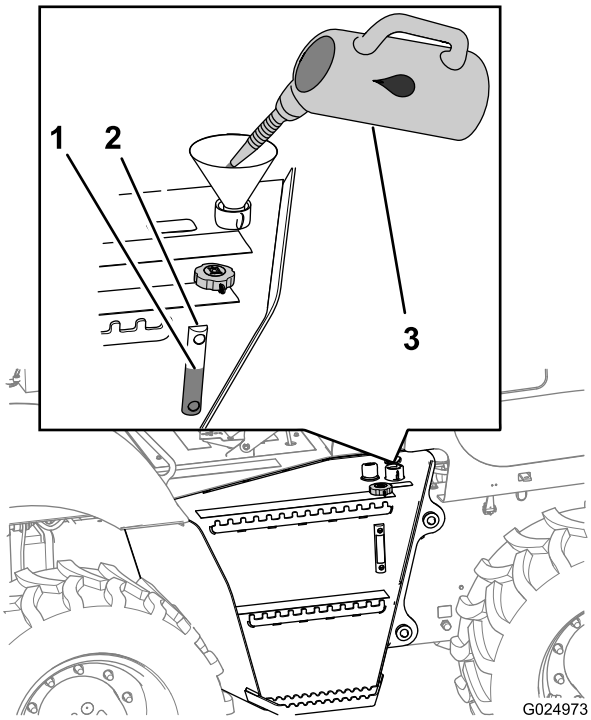

Figura 108
1. Llene el depósito de aceite hidráulico con el aceite hidráulico especificado hasta que el nivel del líquido llegue al punto medio de la mirilla (Figura 108).
3. Instale el tapón de llenado (Figura 108).